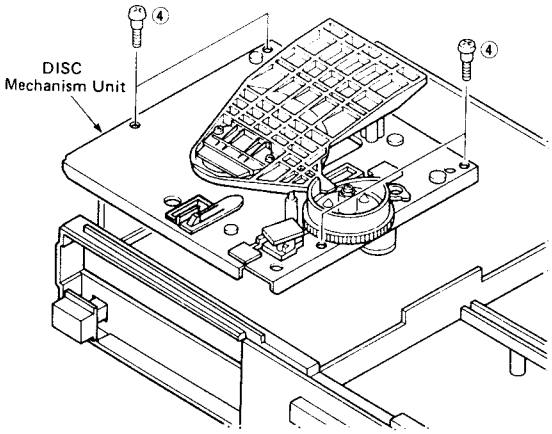

Fig. 4
a. Remove 4 screws (④) in fig. 4.